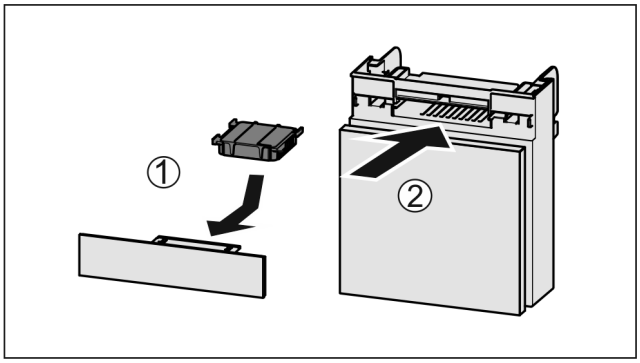

Fig. 245
- ▶ Actiefkoolfilter overeenkomstig afbeelding aanbrengen *Fig. 245 (1)*.
- ▶ Lade erin schuiven *Fig. 245 (2)*.